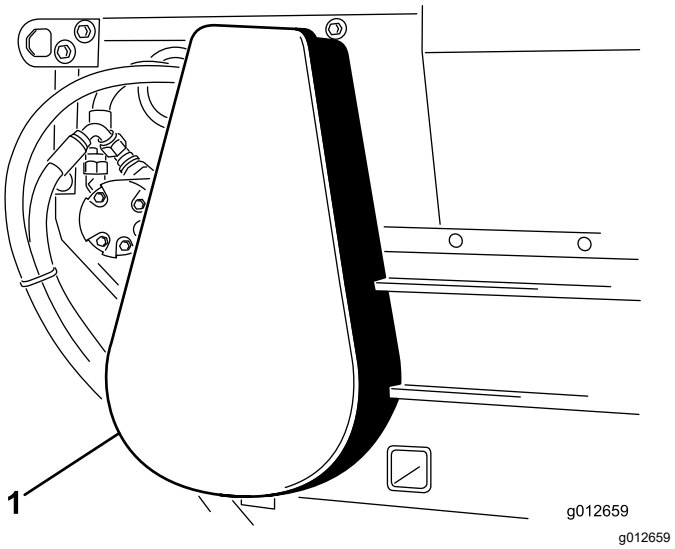

**Figur 39**
3. Montera kedjehuset (Figur 39).